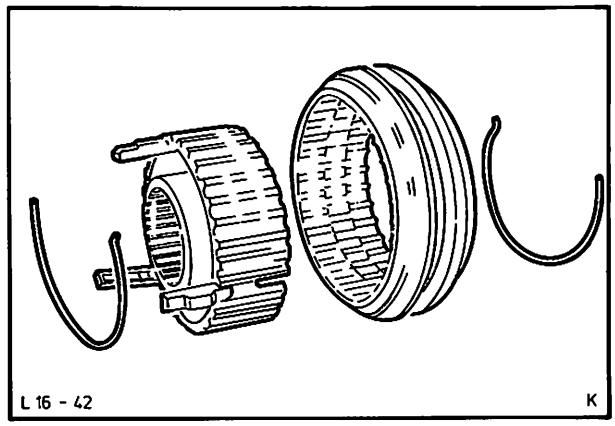

Abb. 99 Synchronkupplungsnabe zerlegt
26. Synchronkupplungsnaben zerlegen, Abb. 99.
27. Synchronkupplungsnabe zusammenbauen. Markierungen von Schaltring und Nabe müssen übereinanderstehen. Synchronriegel einsetzen und Synchronfeder versetzt, von einem Riegel ausgehend, einlegen, Abb. 99.